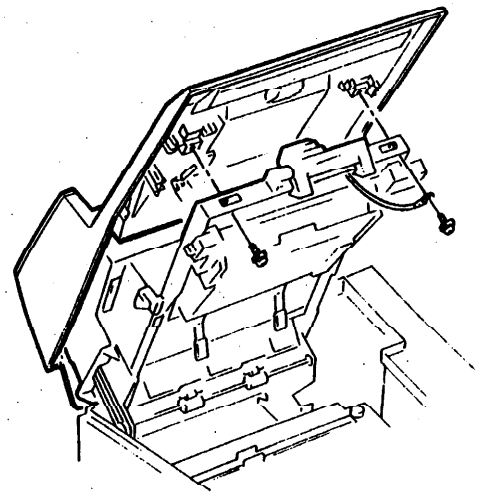

Рис. 2. Верхняя крышка
4. Откройте верхнюю крышку и вывинтите два винта, крепящих верхнюю крышку к верхней части принтера (Рис. 2).